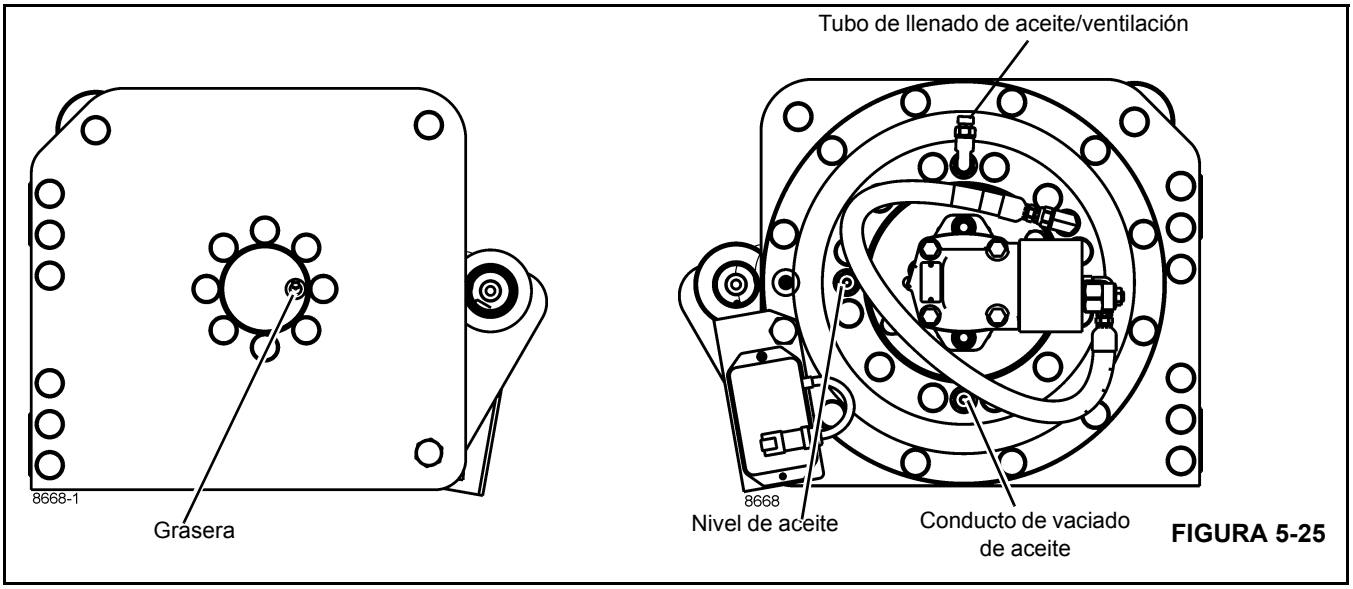

FIGURA 5-25
3. Limpie alrededor del tapón de llenado de aceite de la caja de engranajes (Figura 5-25) y retírelo.